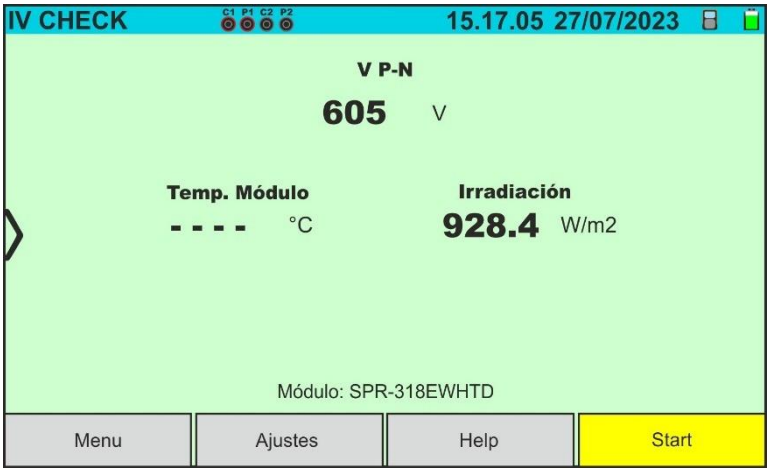

Fig. 65: Pantalla inicial prueba IVCK sin unidad remota sobre módulos Monofaciales
3. En caso de módulos **Monofaciales,** la pantalla de la Fig. 65 se muestra en el visualizador. Se muestran los siguientes parámetros: